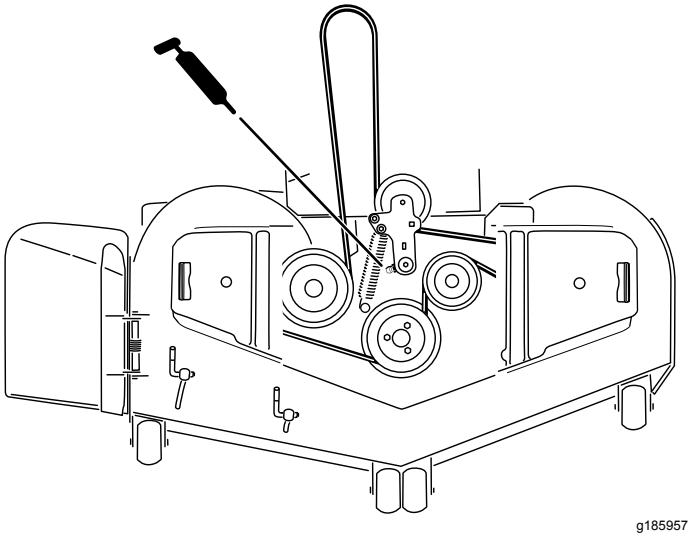

**Figuur 48**
5. Smeer het scharnierpunt van de spanpoelie van het maaidek tot het smeer er aan de onderzijde uitkomt (Figuur 48).
6. Smeer de arm van de spanpoelie van de aandrijfriem (Figuur 48).